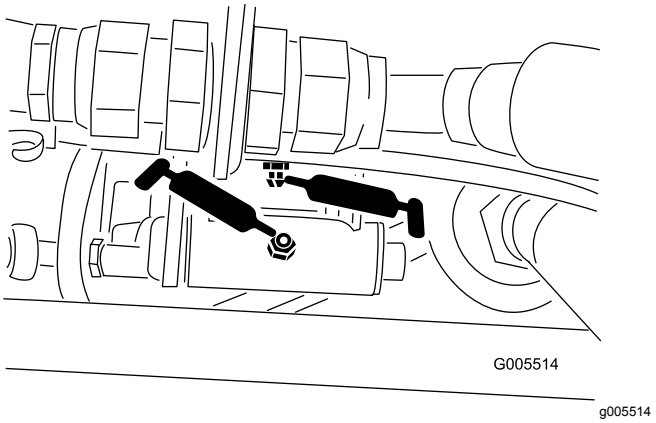
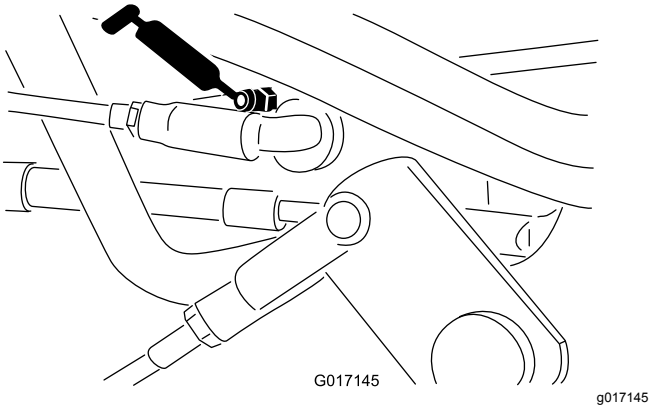

**Figur 42**
**Figur 43**
- Hastighetsvelger (Figur 42 og Figur 43)